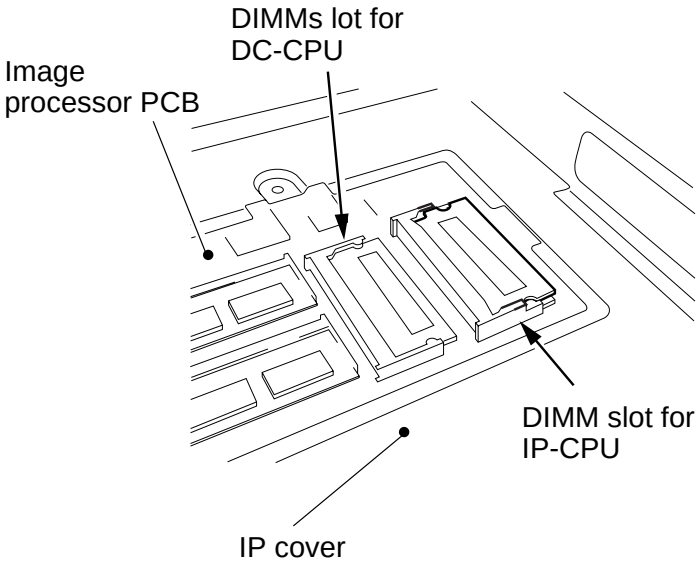

Figure 3-12
The DIMM (flash ROM) used in the machine comes in two types; both types are mounted on the image processor PCB. Figure 3-12 shows a view in which the IP small cover has been removed:
1) Check the DIMM slot on the IP PCB. The wrong slot can cause malfunction; pay attention. (Figure 3-12)